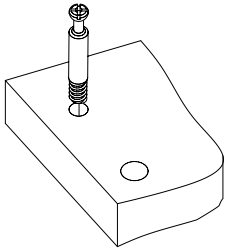
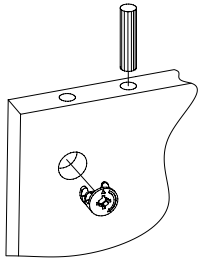

Рис.3
Рис.4
2. Вкрутить шпильки минификсов в детали 1, 2, 3, 4, 5, 6, 11 (Рис. 3). Затем вставить головки минификсов и шканты в детали 5, 6, 7, 8, 9, 10, 12, 13, 16 (Рис. 4).